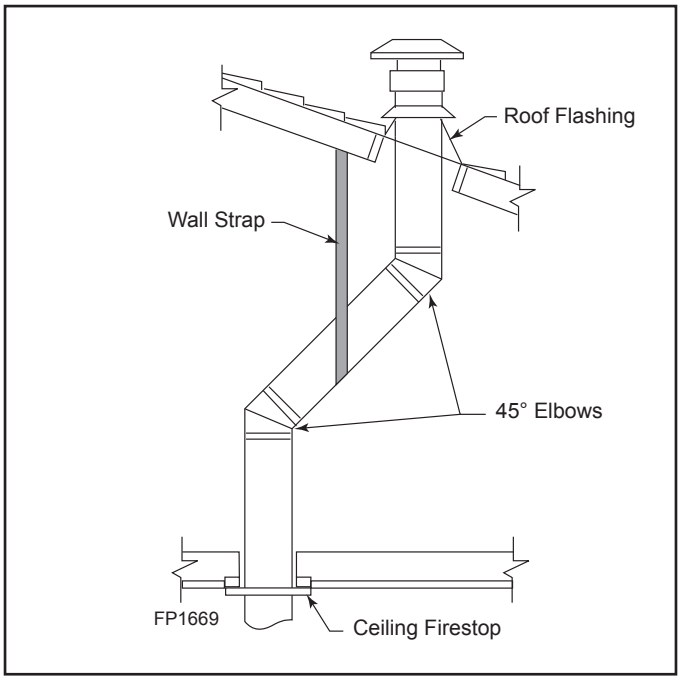
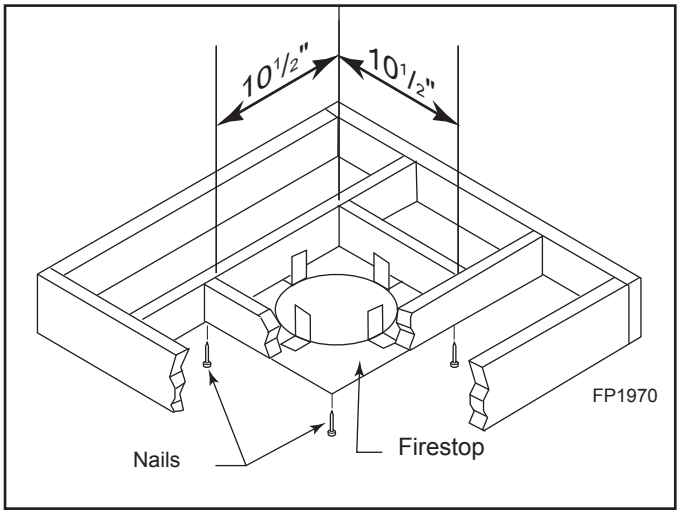

Figure 5.14 Offset with Wall Strap and 45° Elbows
Figure 5.16 If Area Above is Not a Room, Install Firestop above Framed Hole as Shown
1. Cut a 10½" (241 mm) square hole in the ceiling using the locating hole as a center point The opening should be framed to 10½"x10½" (267 x 267 mm) inside dimensions as shown in Figure 5.16 using framing lumber the same size as the ceiling joist. If the area above the ceiling is an insulated ceiling or a room, nail firestop from the top side. This prevents loose insulation from falling into the required clearance space. See Figure 5.14. Otherwise, install firestop below the framed hole. See Figure 5.16